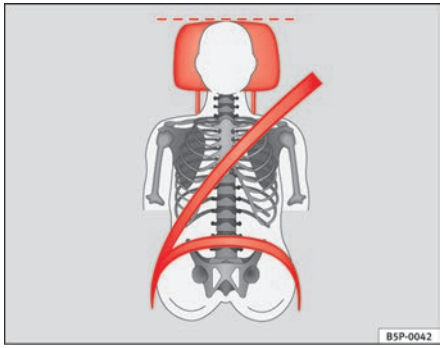
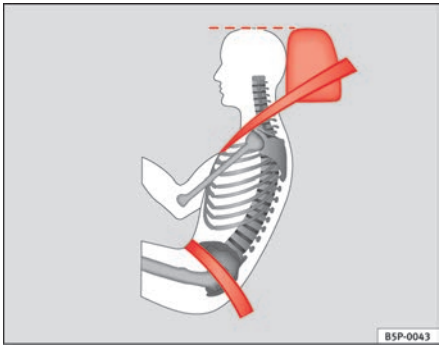

Fig. 91 Front view: head restraints and seat belts correctly adjusted
Fig. 92 Side view: head restraints and seat belts correctly adjusted
– Adjust the head restraint so that its upper edge is at the same level as the top of your head, or as close as possible to the same level as the top of your head and, at minimum, at eye level ⇒ fig. 91 and ⇒ fig. 92.